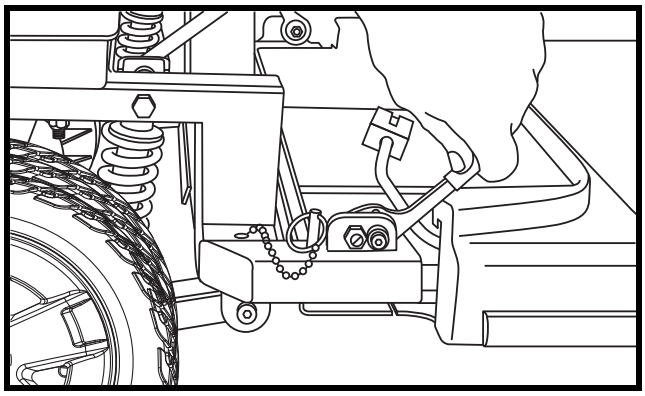

Figure 22. Locking Cam Levers (Unlocked Position)
8. Push the locking cam levers forward to the unlocked position and remove the ball detent pins. **See figures 22 and 23.**